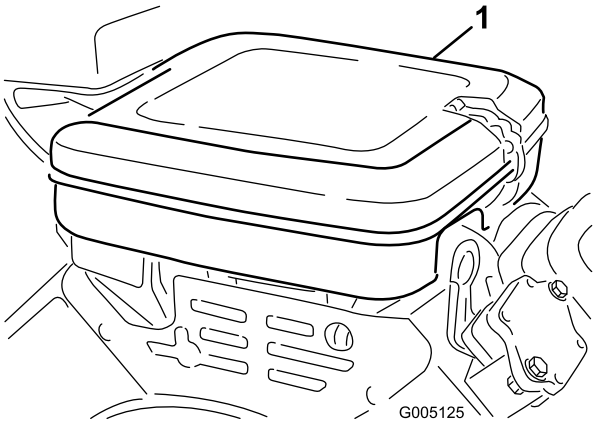

**Figure 41**
1. Ouvrez les clips de verrouillage et enlevez le couvercle du filtre à air (Figure 41). Nettoyez soigneusement le couvercle.